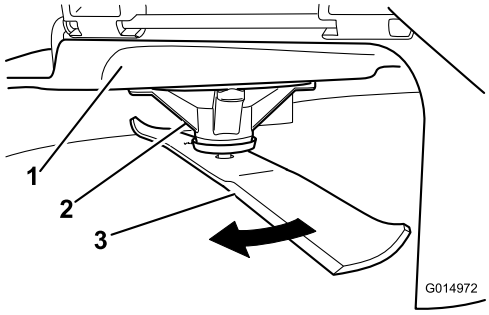

Figur 53
2. Ta på tykke, vatterte hansker eller annet hensiktsmessig håndvern og roter kniven som skal måles sakte til en stilling som gjør det mulig å man kan måle avstanden mellom kniveggen og den plane overflaten maskinen er på (Figur 53).